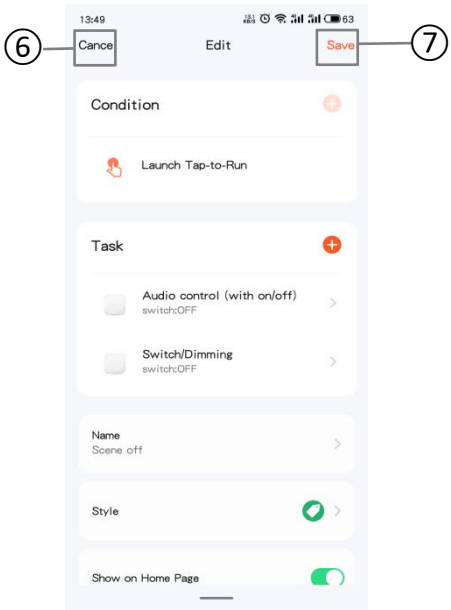

Fig.7.7(7) Edit interface
①Click three-point icon, display drop-down window, you can select 【Manage】 or 【Logs】, shown as figure 7.7(5). Click【Manage】to go to manage interface, shown as figure 7.7(6). Long press icon④ to slide, to adjust the order of scene tasks; click icon⑤ to delete the scene task.
②Click three-point icon, go to the scene edit interface, shown as 7.7(7), operation in the interface: add task, change the task name and display style, whether to show on home page, and delete the scene. Click on the rest of the control to perform the scene immediately.